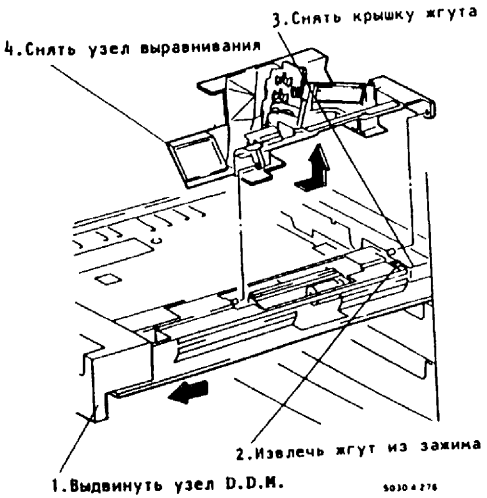

Рис.2. Снятие узла устройства выравнивания
3. (Рис.1, Рис.2): Снять узел устройства выравнивания.